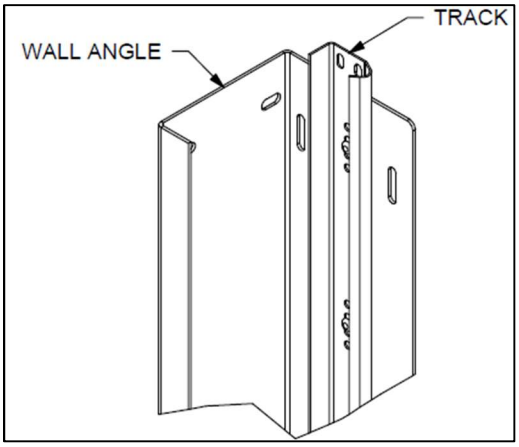

***Figure 1 - TOP OF RIGHT-HAND LOWER WALL ANGLE ASSEMBLY***
5. Locate lower wall angle and track assemblies. See **Figure 1 & 2** to identify right-hand and left-hand lower wall angles. Note that the track extends above the wall angle at the top.